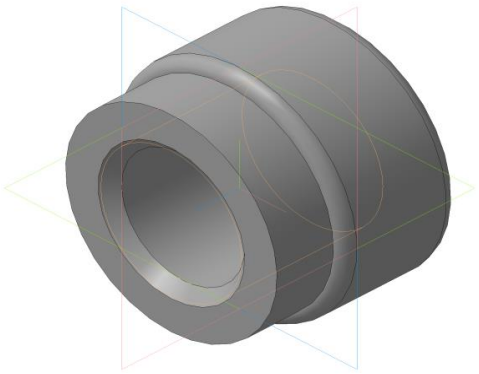

Рис. 12
- Система выполнит построение основания детали **Гайка** (рис. 12). Подтвердите выбор, кликнув **Зеленую галочку**.